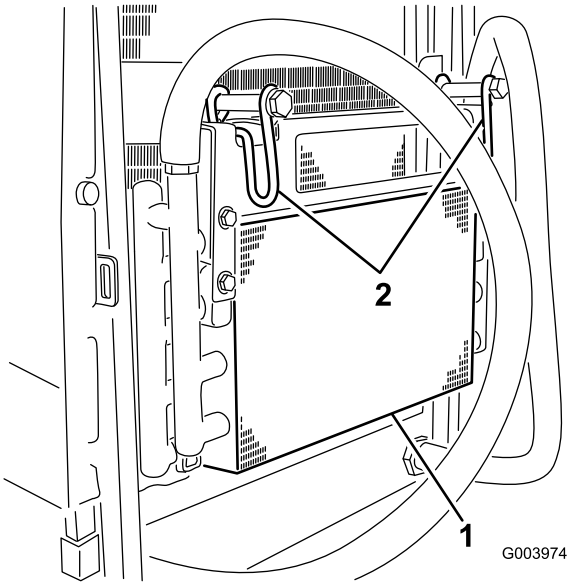

Figur 63
5. Drej låsehåndtagene indad, så oliekøleren løsgøres (Figur 63).